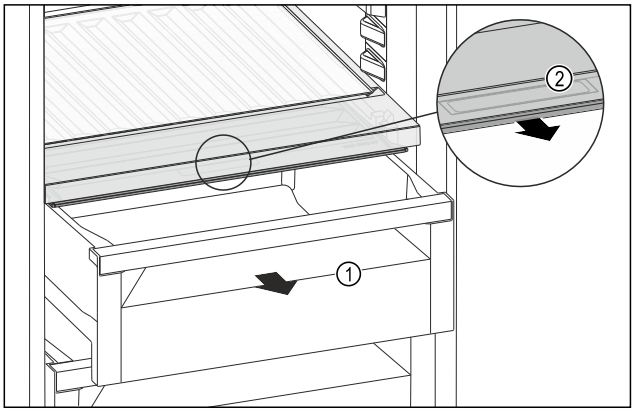

Fig. 120
▶ Vedä säilytyslokero *Fig. 120 (1)* ulos.
▶ Tartu lokeron kannessa olevaan tartuntakohtaan *Fig. 120 (2)* ja vedä lokeron kantta samanaikaisesti eteenpäin.